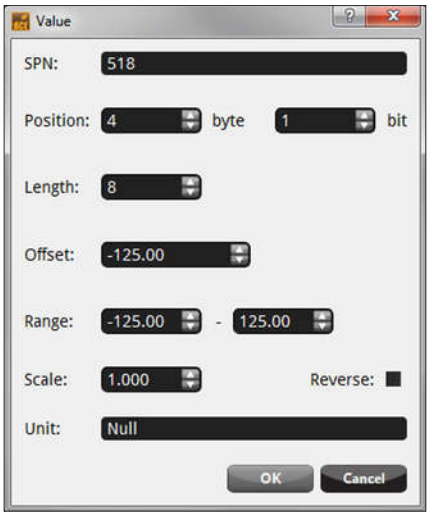

Figure 22. Values for SPN 518.
11. Input SPN 518 as position 4.1, 8bits long, offset -125, Range +/- 125, Scale 1 (see Figure 22).